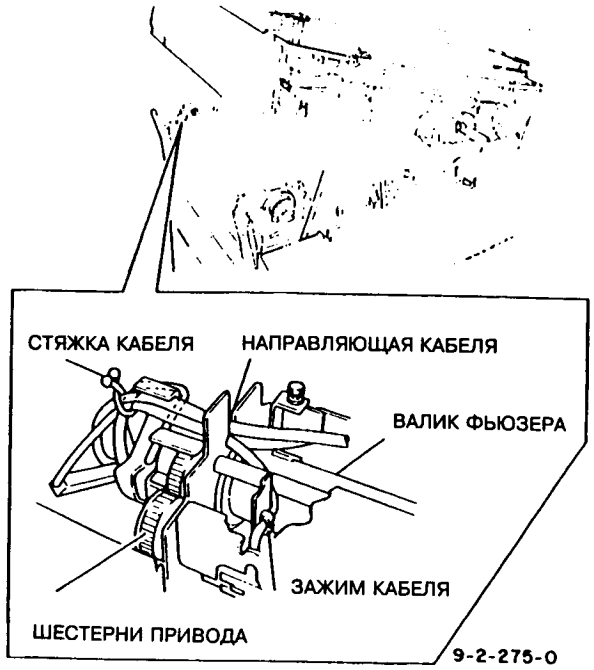

Рис.7 Прокладка жгута фьюзера
Обеспечить прокладку и закрепление жгута сзади узла фьюзера, как показано на рис.7, чтобы избежать соприкосновения жгута с валиком фьюзера и шестернями привода.
2. Тщательно провести и закрепить жгут сзади узла фьюзера, как показано на рис.7. Обеспечить отсутствие возможности соприкосновения жгута с валиком фьюзера или шестернями привода.